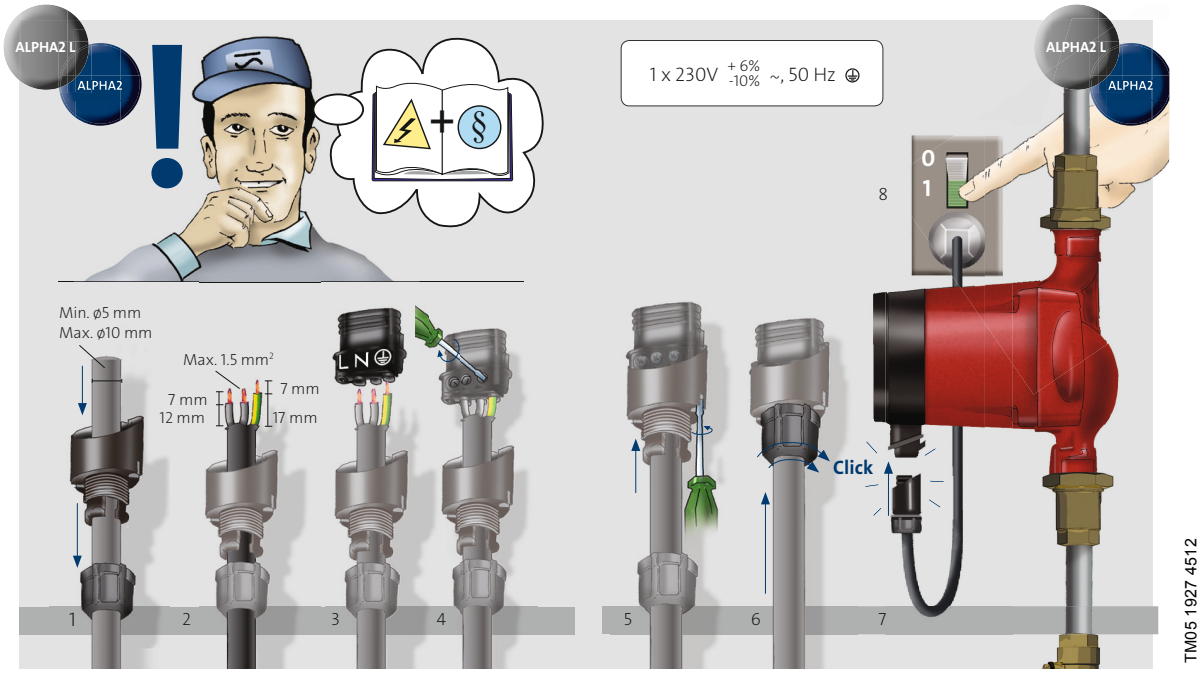

Fig. 6 Eltilslutning
- Tilslut pumpen til nettet med det medleverede stik som vist i fig. 6, trin 1 til 8.